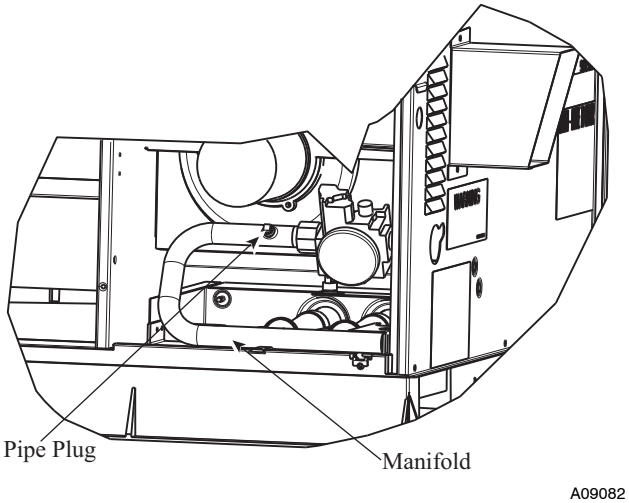

Fig. 21 - Burner Assembly
b. Remove pipe plug on manifold (See Fig. 21 and connect manometer). Turn on gas supply to unit.
c. Replace pipe plug on manifold (See Fig. 21).